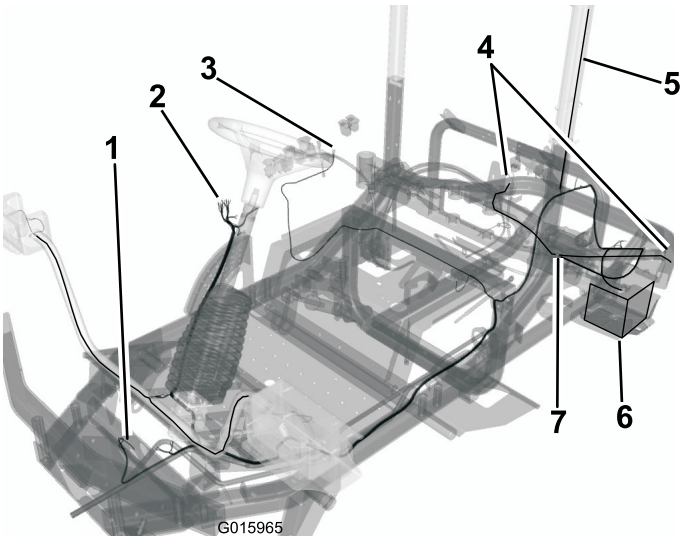

Figura 12
- Disponete il cablaggio dirigendolo verso il clacson e collegate i due fili ai morsetti (Figura 12).